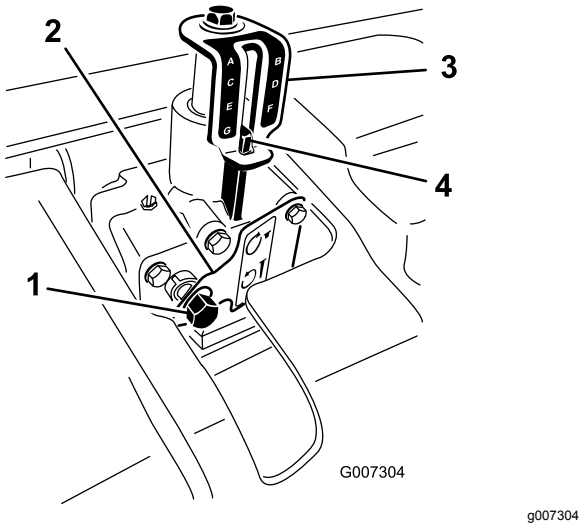

Figur 24
3. Sæt en skraldeanordning med sokkel på 9/16 tomme oven på dybdejusteringsenhedens indgangsaksel (Figur 24).
5. Drej dybdejusteringsenheden med uret for at reducere luftningsdybden, eller drej den mod uret for at øge luftningsdybden (Figur 24).
6. Drej dybdejusteringsenhedens indgangsaksel, indtil den ønskede dybde opnås som vist på dybdeindikatorens mærkat (Figur 24).